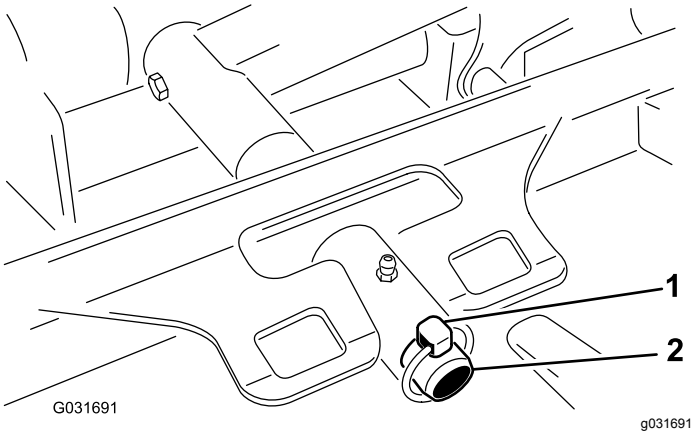

Figur 60
3. Fjern ringstiften, der fastgør klippeskjoldets bæreramme til løftearmens drejetap (Figur 60).
3. Skyd skjoldets bærerramme over på løftearmens drejetap, og fastgør den med ringstiften (Figur 60).